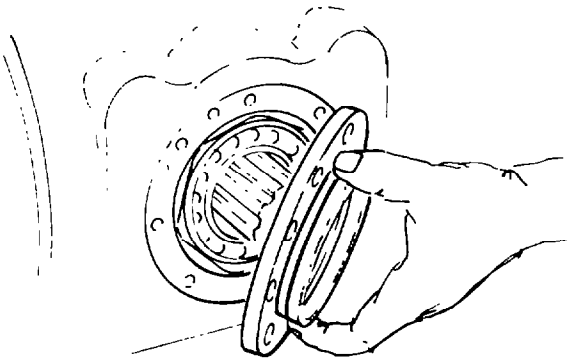

Fig. 281 — Removing Bearing Retainer Cover
f. Place the bevel pinion housing on a work bench and remove the bearing retainer cover and gasket (see fig. 281).